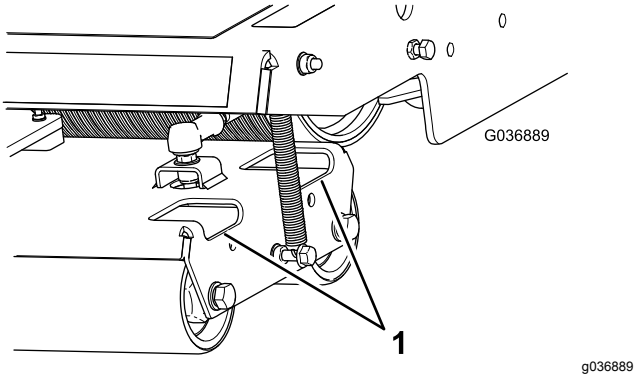

図 39
2. 必要に応じ、ローラハウジングの穴から水を吹き付けてローラについている汚れをきれいに落とす図 39。